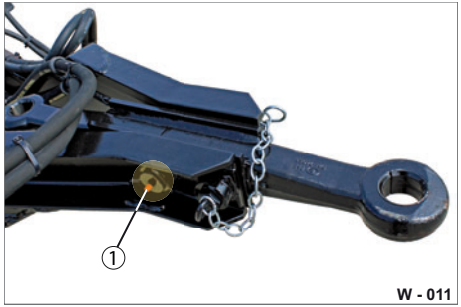

Abb. 10 Schwenkachse schmieren
- ▶ Schmieren Sie mit einer Fettpresse die Schwenkachse am Schmiernippel (Abb. 10/1) bis zum Fettaustritt ab.